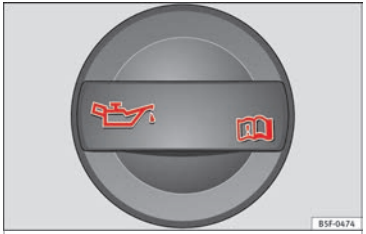

Fig. 166 In the engine compartment: Engine oil filler cap.
- The engine oil filler neck can be recognised by the symbol on the cap ››› **Fig. 166** and the dipstick by its coloured handle.
- Unscrew the cap from engine oil filler neck on the cylinder head ››› Fig. 166. If you are not sure where the cap is, request help from a specialist.